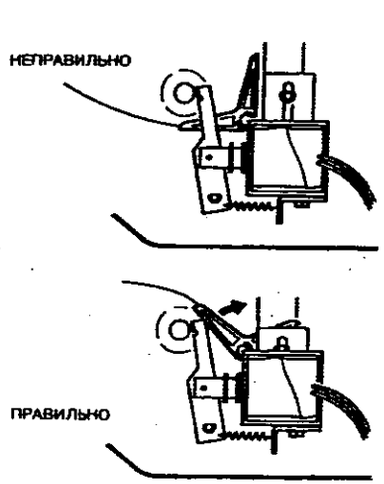

**Рисунок 3. Ориентация кулачка толкателя**
2. (Рисунок 3) Перед установкой муфты позиционирования лотка проверьте правильность ориентации кулачка.